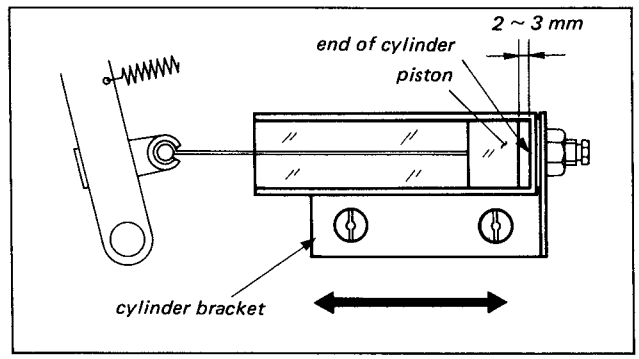

Fig. 7-3. "S" side air damper position adj.
2. Check to sec that the clearance between the ends of the piston and cylinder is 2 to 3 mm . If it is not satisfied, adjust the position of Cylinder Bracket shown in Fig. 7-3.
2. Check to see that the clearance between the ends of the piston and cylinder is 2 to 3 mm. If it is not, adjust the position of Cylinder Bracket shown in Fig. 7-3.